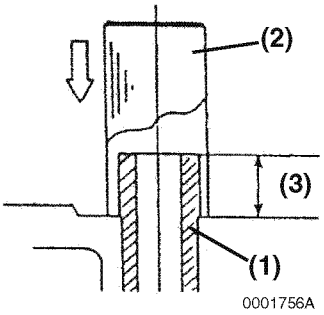

Figure 6-29
3. Finish installing the valve guides **(Figure 6-29, (1))** into the cylinder head to the proper height **(Figure 6-29, (3))** using the valve guide installation tool **(Figure 6-29, (2))**. *See Valve Guide Projection specification starting on page 6-7.*